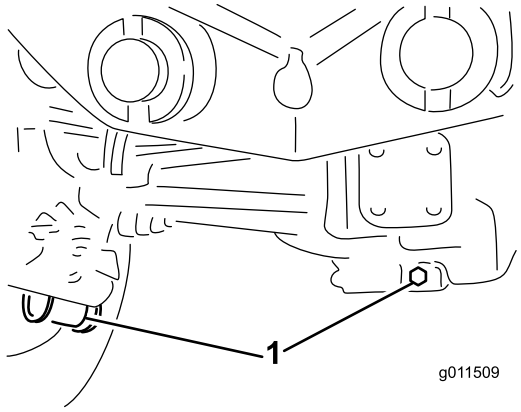

Figur 62
2. Rengør området rundt om de 3 aftapningspropper, 1 i hver ende og 1 i midten (Figur 62).